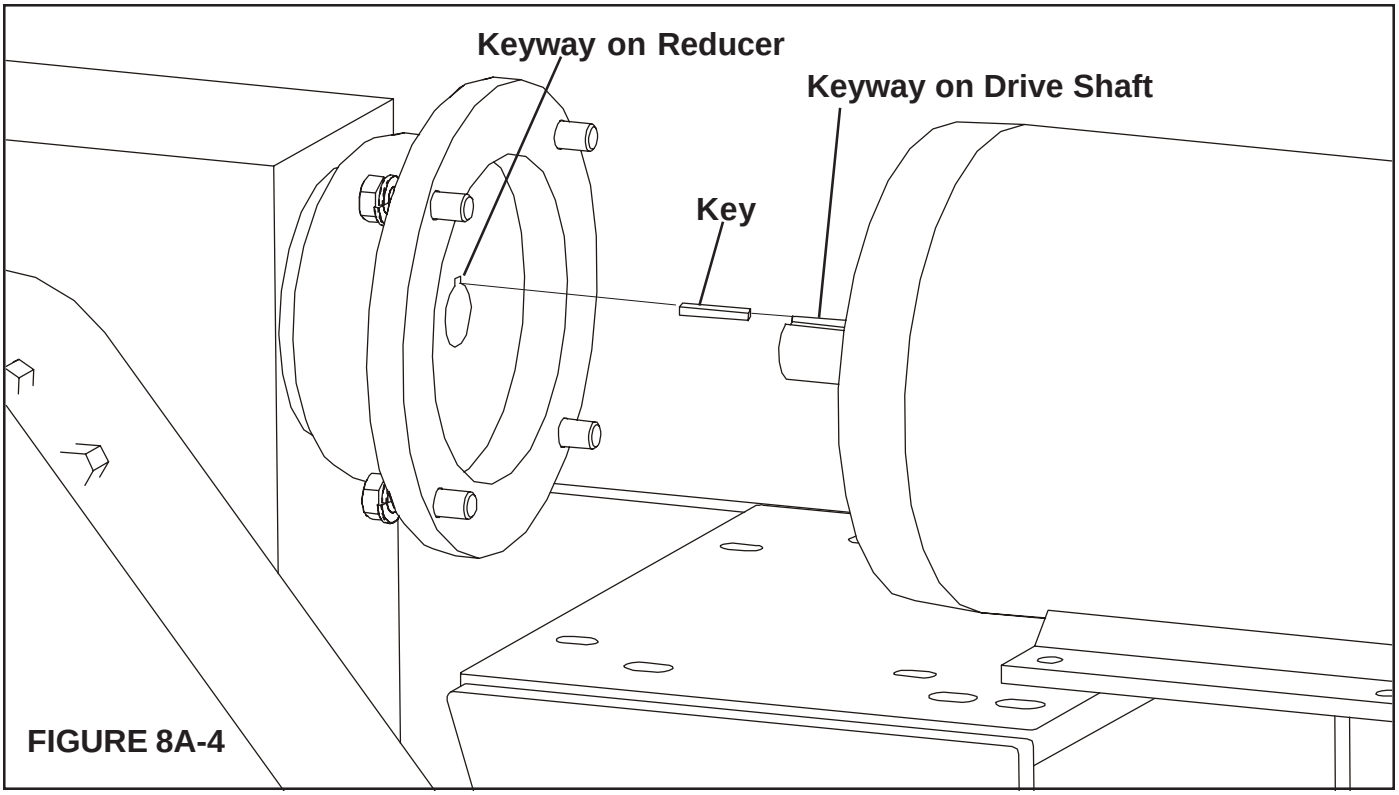

FIGURE 8A-4
2. Make sure key is flat (parallel to drive shaft) in keyway as in Figure 8A-1 and 8A-2. **NOT** like Figure 8A-3.
3. Line up keyway on shaft with keyway on reducer and insert shaft into motor. (See Figure 8A-4 on page 30.)